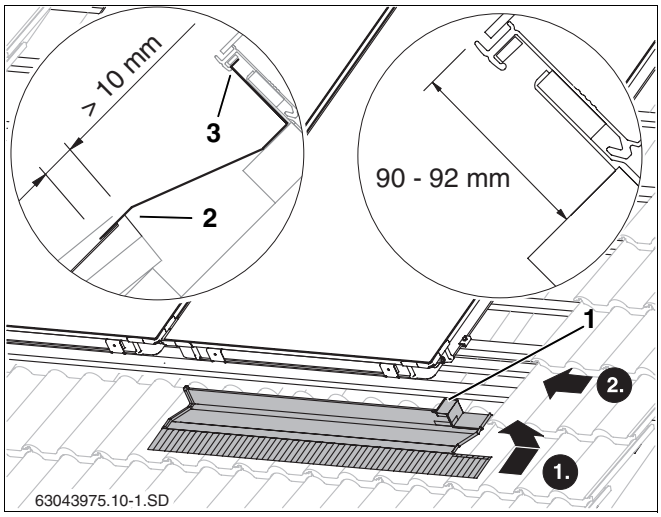
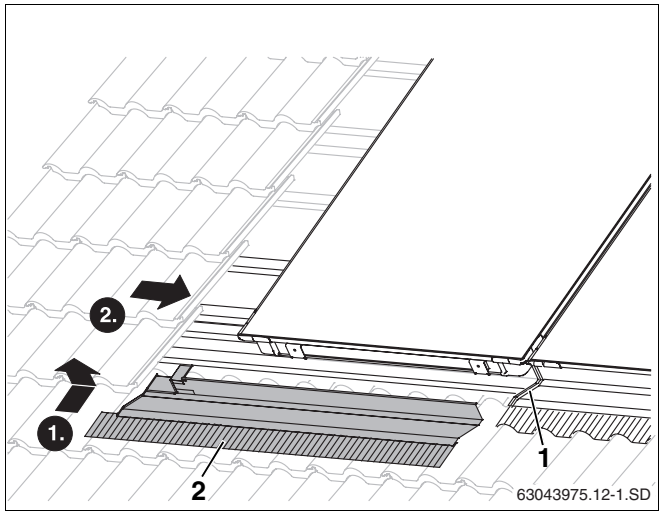

Abb. 44 Rechtes Abdeckblech unten
Abb. 47 Montage des linken unteren Abdeckbleches
- Rechtes Abdeckblech mit der Kante oben in die Griffmulde des Kollektors stecken (Abb. 44, **Pos. 3**).
- Abdeckblech so an den Kollektor schieben, dass auch die rechte kurze Kante (Abb. 44, **Pos. 1**) oben in die Griffmulde des Kollektors greift.
Das Abdeckblech muss min. 10 mm auf der Pfanne aufliegen (Abb. 44, **Pos. 2**).
- Linkes Abdeckblech (Abb. 47, **Pos. 2**) auf das vorherige legen und wie das rechte montieren (Abb. 44).
Schutzfolie vom Kleber der Abdeckbleche (Abb. 47, **Pos. 1**) erst abziehen, wenn alle Bleche angeschraubt sind.